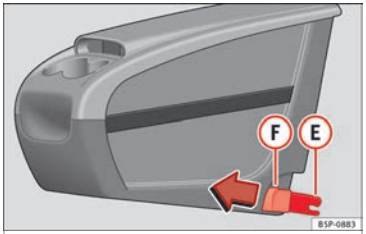
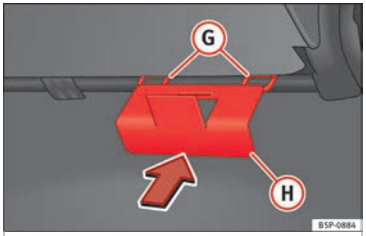

Fig. 93 Mobile storage compartment. Mounting.
Fig. 94 Mobile storage compartment mounting plate.
– Fit the mobile storage compartment mounting plate (H) ››› **Fig. 94** from the inside of the vehicle, through the rear part of the seat. It should be fitted between the backrest and the seat, in the central seat area.
– Set both mounting pieces together (E) ››› **Fig. 93**, with both mounting rings (G) ››› **Fig. 94** and press hard until both the clips completely connect with the rings.
– Pull each of the buttons ››› **Fig. 93** (F) on the clips (red buttons) forwards, until they snap out of place. »